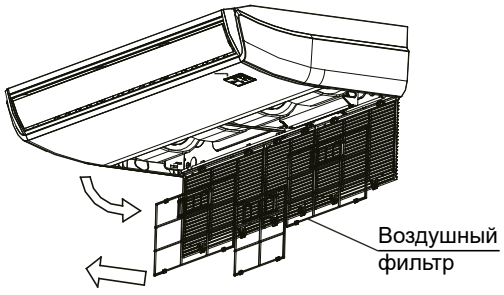

Рисунок 12 - Снятие воздушного фильтра внутренних блоков напольно-потолочного типа
1. Откройте воздухозаборную решетку (см. рис. 12).